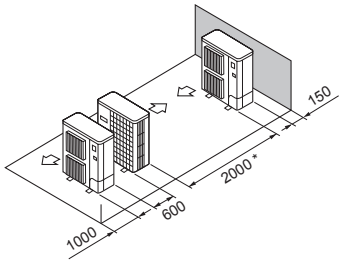

Fig. 2-17
⑤ Einzelanlagen in paralleler Anordnung (Fig. 2-17)